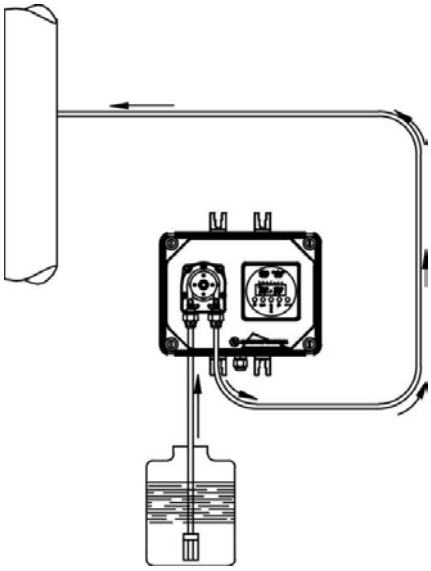

fig. 3
c. - Placer la pompe comme la fig. 3 en tenant compte du fait qu'elle peut être fixée tant en dessous qu'au dessus du niveau du liquide à doser dans la limite maximum de 2 mètres. Le point d'injection doit toujours être situé plus haut que le liquide à injecter. Pour des liquides qui dégagent des vapeurs aggressives, ne pas installer la pompe au-dessus du réservoir sauf si ce réservoir est hermétiquement fermé.